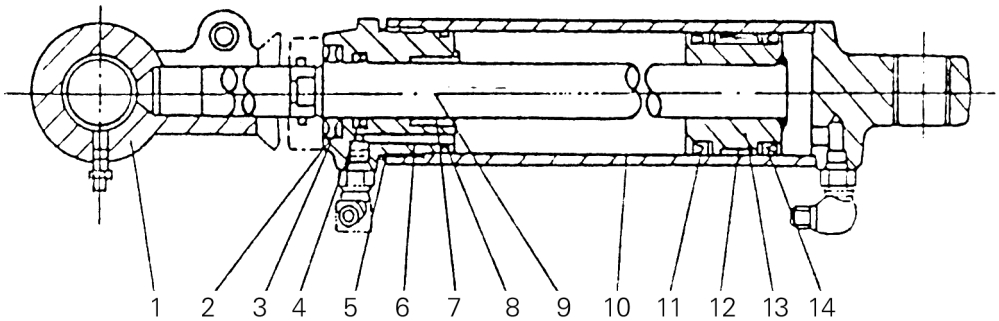

Fig.9-11 Tilt cylinder
(1) Nipple (2) Spring (3) O-ring (4) Snap ring (5) Orifice plate
(6) Sleeve (7) Valve core (8) Ball (9) Spring (10) Valve body
9.7 Tilt Cylinder (See Fig.9-11)